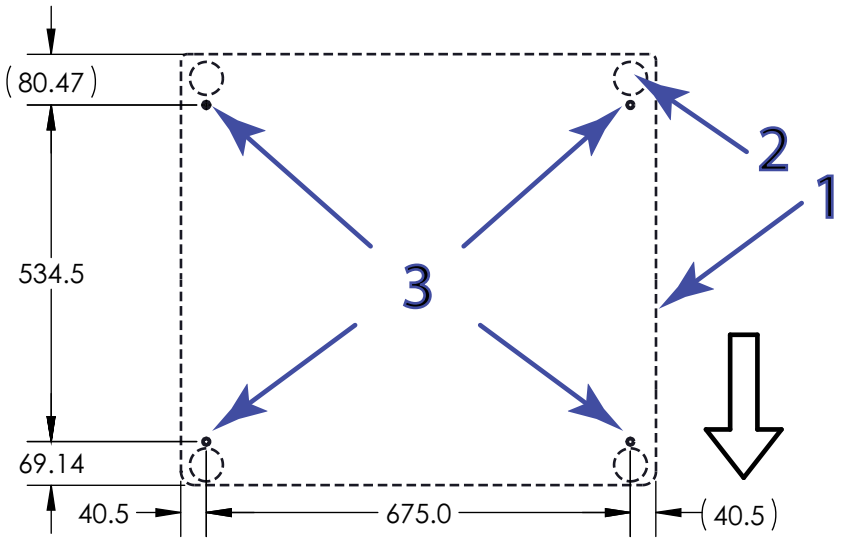

图 14. 锚固点位置 （俯视）
图标图 14
1. 参考第 62 页图 14并在工作台的适当位置钻孔，以对准机架底座上的锚固点。建议使用直径 15 毫米 （0.59 英寸）的孔。